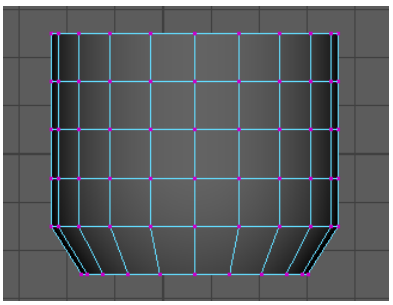
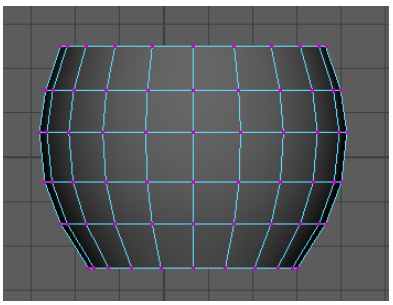

Figure 2-58 *Bottom vertices of the cylinder scaled*
Figure 2-59 *Basic shape of the mug created*
7. Scale down the selected vertices of *mug* inward uniformly, as shown in Figure 2-58. Similarly, select the other loops of vertices and scale them to form the shape of a mug, refer to Figure 2-59.